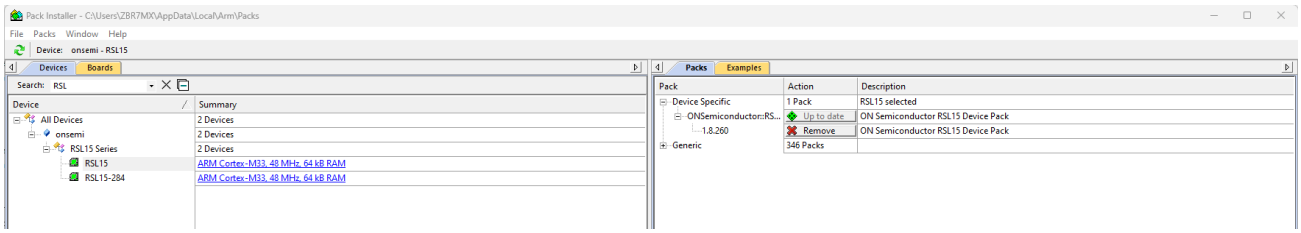

Figure 24. Pack Installer after RSL15 CMSIS-Pack is Installed in the Keil µVision IDE
6. The RSL15 CMSIS-Pack now appears in the list of installed packs. In the **Devices** tab, if you expand **All Devices** > **ONSemiconductor** > **RSL15 Series**, you can see RSL15 listed there. You can manage your installed packs in the **Packs** tab. Expanding **onsemi** > **RSL15** makes the **Pack Properties** tab display the details of the RSL15 CMSIS-Pack. the "Pack Installer after RSL15 CMSIS-Pack is Installed in the Keil µVision IDE" figure (Figure 24) illustrates what the Pack Installer perspective looks like after installation.